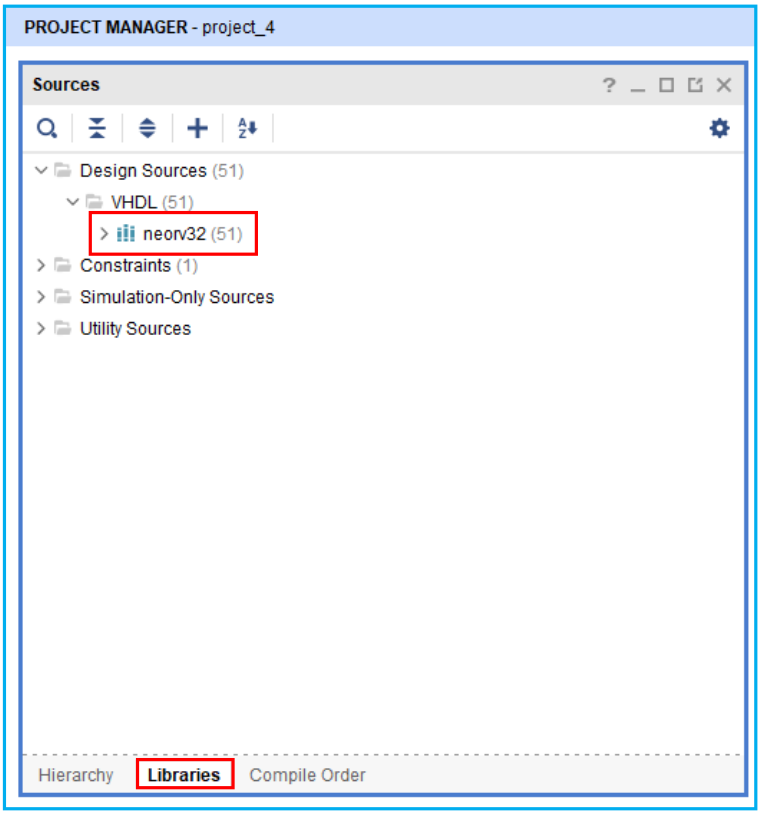
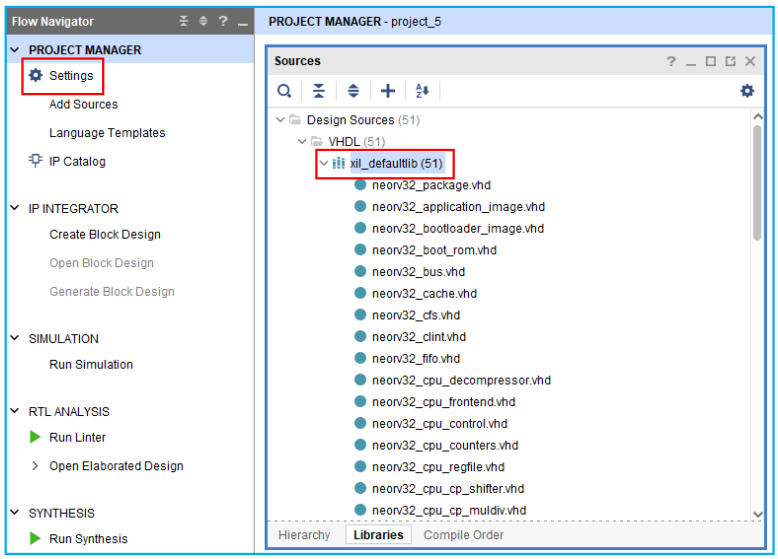

Fig.12. Ventana `Sources`, dentro de la pestaña `Libraries` se observa como todos los archivos fuente están dentro de la carpeta neorv32.
Fig.13. Pestaña `Libraries` de la ventana `Sources`, en este caso la librería de los archivos fuente no es neorv32.
16. En la ventana `Sources`, si se cambió correctamente el nombre por defecto del campo `Library` por neorv32, nos debe aparecer en la pestaña `Libraries` todos los archivos del procesador dentro de esta (Fig.12). De no ser así, pulsaremos en `Settings` dentro del `Project Manager` (Fig.13).